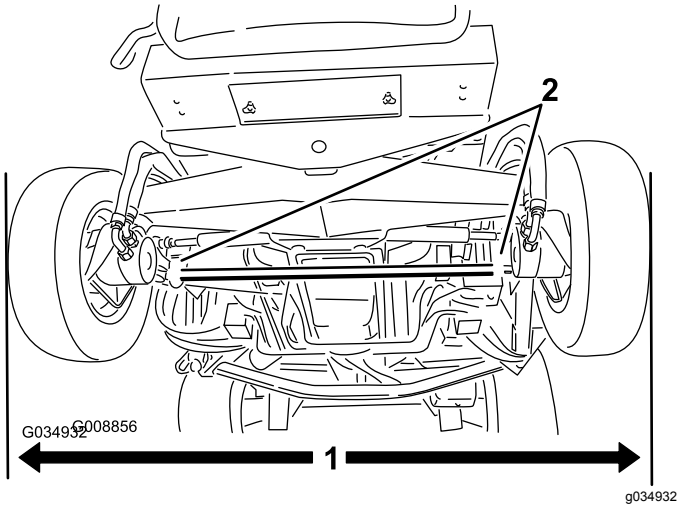

Bild 112
1. Wenn die Hinterreifen gerade stehen, messen Sie den Außenabstand (auf Achshöhe) vorne und hinten an den Hinterreifen (Bild 112).
2. Lockern Sie zum Einstellen der Vorspur die Klemmen an beiden Enden der Spurstangen (Bild 112).